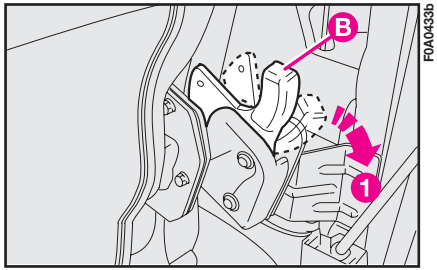

fig. 127
– décrocher le levier droit de blocage **B-fig. 127** en le déplaçant dans la position **1** (position "levier droit"); effectuer la même opération pour le levier sur le côté gauche, puis baisser le dossier et renverser tout le siège vers l'avant. La manoeuvre est facilitée par deux ressorts. S'assurer que le siège est complètement renversé.
– vérifier que les leviers droit et gauche d'accrochage du dossier **B-fig. 127** sont en position **I** (ouvert); en cas contraire, déplacer les deux leviers dans la position **I**;